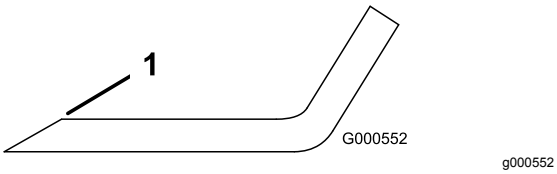

Figur 78
1. Anvend en fil til at slibe begge ender af skærekniven (Figur 78).
Bemærk: Hvis kniven ikke er afbalanceret, skal der slibes lidt mere metal af sejlområdet (Figur 78).